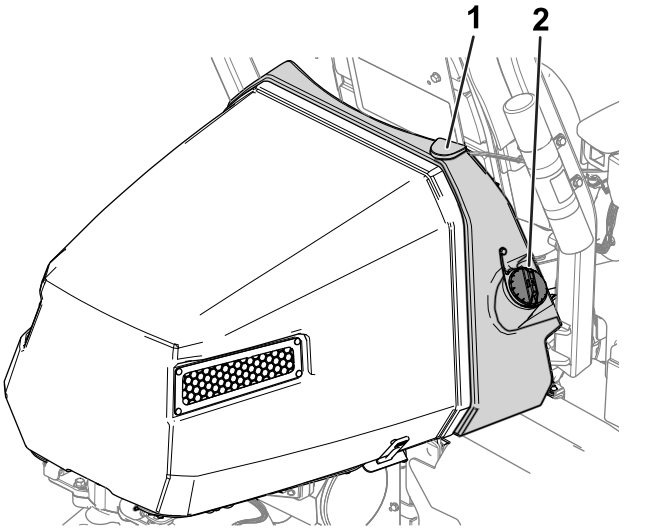

Figure 30
2. Nettoyez la surface autour du bouchon du réservoir de carburant et enlevez le bouchon (Figure 30).